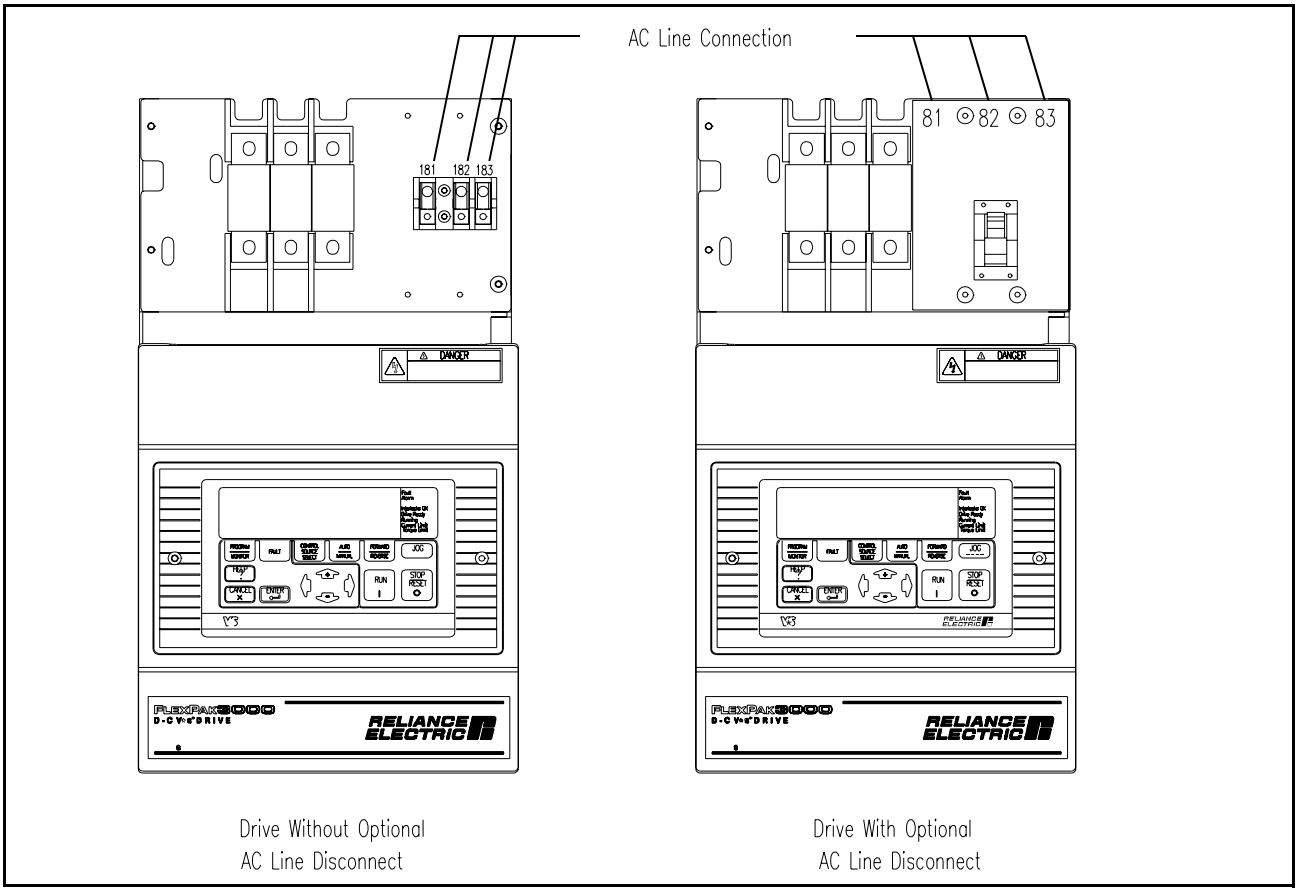

Figure 2.14 – AC Line Connection Location (1.5 to 30 HP @ 230 VAC 3 to 60 HP @ 460 VAC / 7-110 Amp Rated Output)
Step 2. Connect the AC line supply to the termination points located at the right top of the drive or to the disconnect. See figures 2.14 through 2.17.